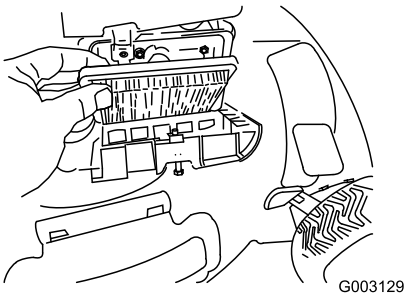

Figur 33
4. Sätt tillbaka skyddet (Figur 33).